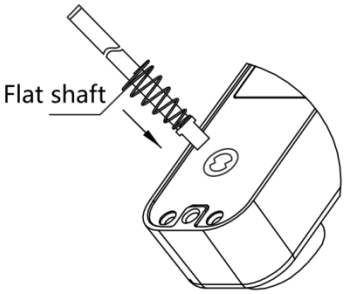

FIG7D
3) Führen Sie ein Ende der flachen Welle mit der Verriegelungsfeder in die runde Öffnung des Frontplattenverschlusses ein (siehe Abb. 7D).